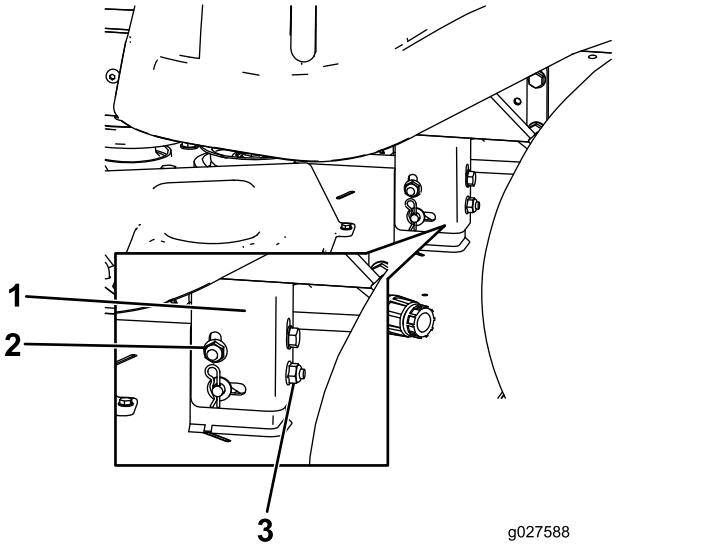

Figura 61
8. Levante ou baixe o lado esquerdo da plataforma do cortador através da rotação da porca da parte de trás. (Figura 61).